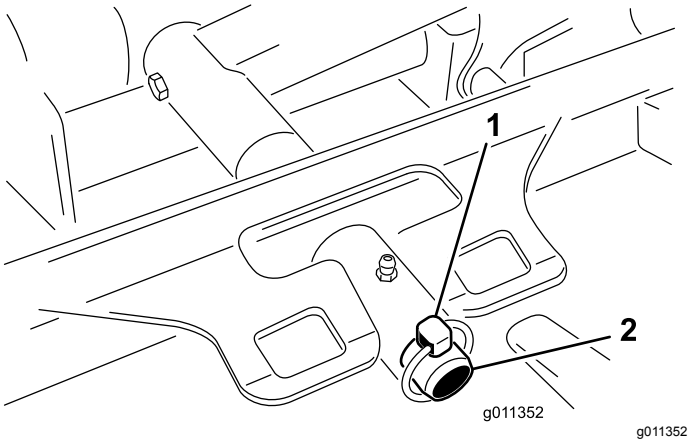

Figuur 120
3. Verwijder de borgpen (voor Groundsmaster 4500-machines) of de borgmoer (voor Groundsmaster 4700-machines) waarmee het draagframe van de maai-eenheid aan de draaipen van de hefarm is bevestigd (Figuur 120).
2. Schuif het draagframe van de maai-eenheid op de draaipen van de hefarm (Figuur 120). Bevestig de maai-eenheid aan de pen; gebruik hiervoor de borgpen (voor Groundsmaster 4500-machines) of de borgmoer (voor Groundsmaster 4700-machines).